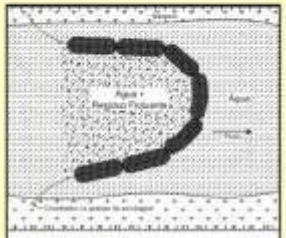

Figura 6 - Retenção de óleos e graxas e direcionamento de fluxo.
**Retenção de óleos e materiais flutuantes:** O Bermalonga® é de baixa densidade, por isso flutua em meio aquoso e pode ser utilizado para direcionar óleos, graxas e materiais flutuantes em rios, lagos e mares. É aplicado diretamente sobre a água, de maneira a formar um cordão flutuante de acordo com as necessidades do cliente. Este tipo de Bermalonga® tem um tubo flexível no centro, permitindo a passagem de cabos de aço, o que permite uns vários Bermalonga® e encorá-los nos pontos desejados. (Figura 6)